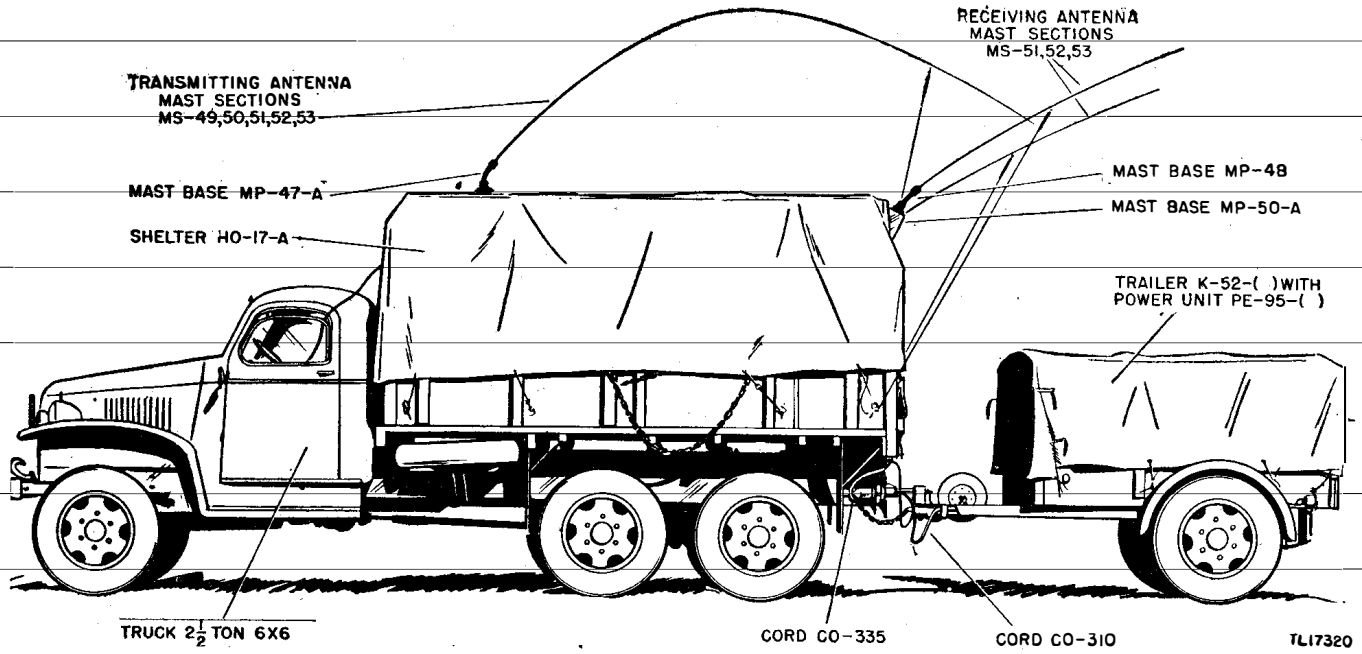
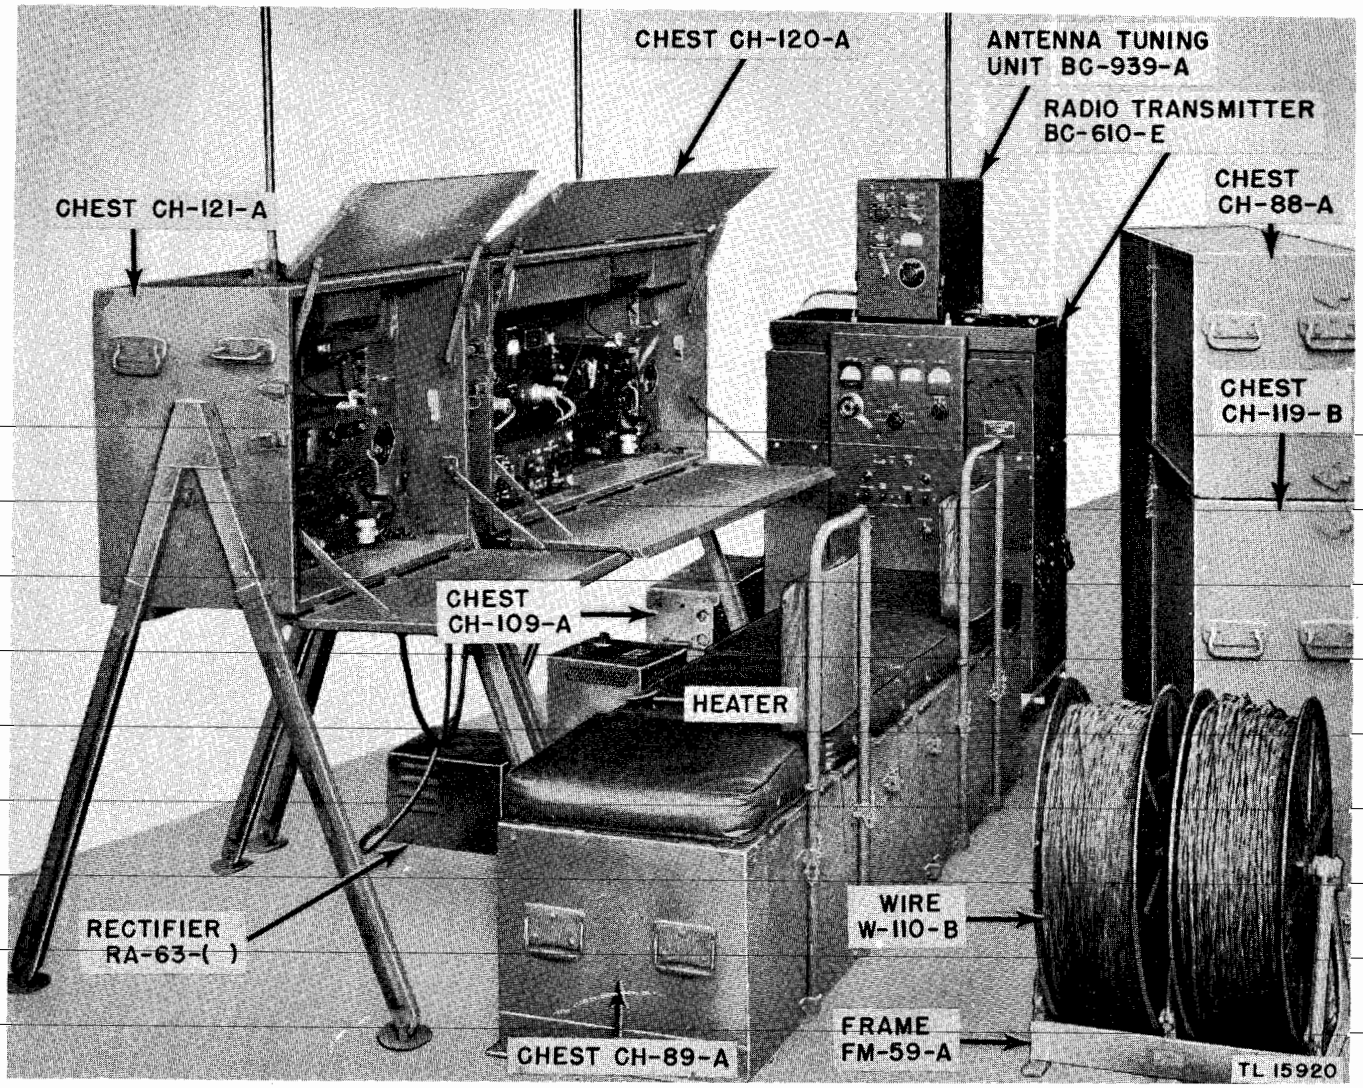
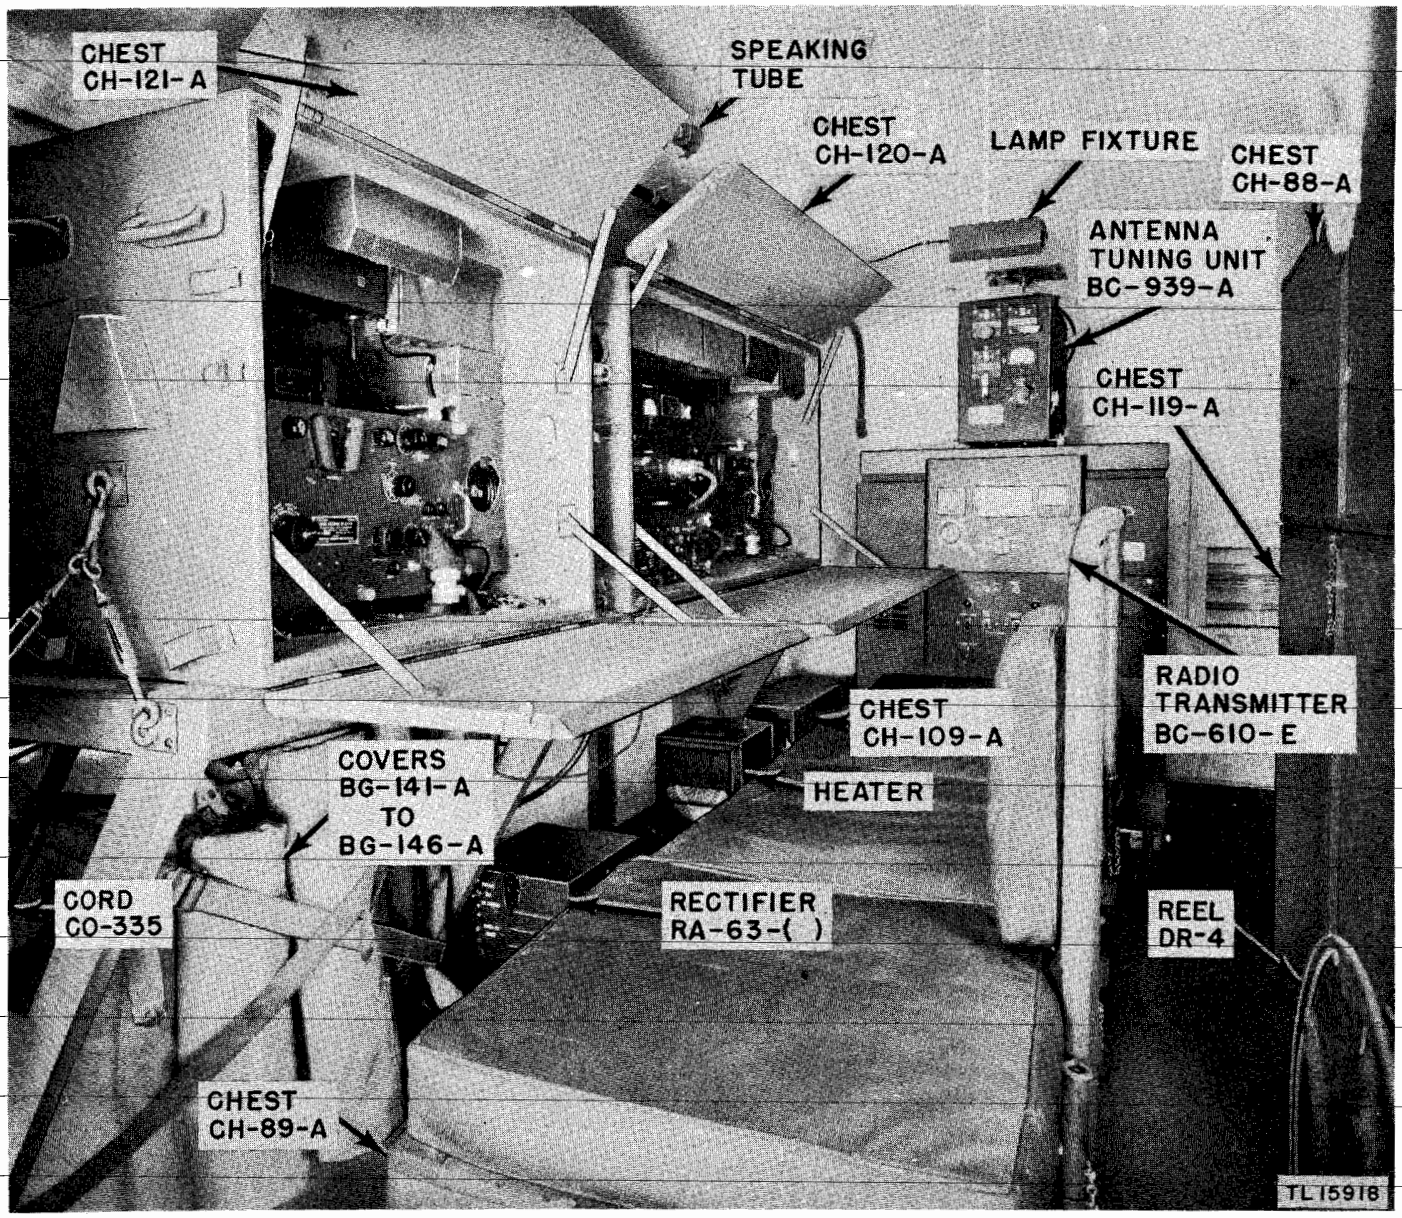

Figure 1. Radio Set SCR-399-A installed as a mobile station.
Figure 2. Radio Set SCR-499-A, operating and accessory components arranged as a fixed station.
Figure 3. Radio Set SCR-399-A installed in Shelter HO-17-A.
a. This manual covers Radio Sets SCR-399-A and SCR-499-A. There are no differences in the operating components and power sources of the two sets, but Radio Set SCR-399-A is usually installed as a mobile station (fig. 1) and Radio Set SCR-499-A is ordinarily set up as a fixed station (fig. 2). To facilitate its use as a mobile station, Radio Set SCR-399-A is shipped with the operating components and the power source installed in Shelter HO-17-A and Trailer K-52-( ), respectively. A shelter and trailer are not provided with Radio Set SCR-499-A, since it is not intended for mobile use. Its components are shipped in 23 boxes from which they can be unpacked and set up as a fixed station at any suitable site.
Radio Set SCR-399-A is a relatively high-power radio communications station. Under all conditions of atmosphere and terrain, the radio set will provide voice or c-w (continuous-wave) communication over a range of more than 100 miles from a stationary position, or while moving at high speed. For mobile use, Shelter HO-17-A should be mounted on a 2½-ton, 6 x 6, cargo truck. (See fig. 1.) Two seats in the truck cab carry the driver and his alternate. In the shelter (fig. 3), two operators may sit at the radio station operating positions. Power Unit PE-95-( ) may be started and stopped by remote control or at the trailer. The transmitting